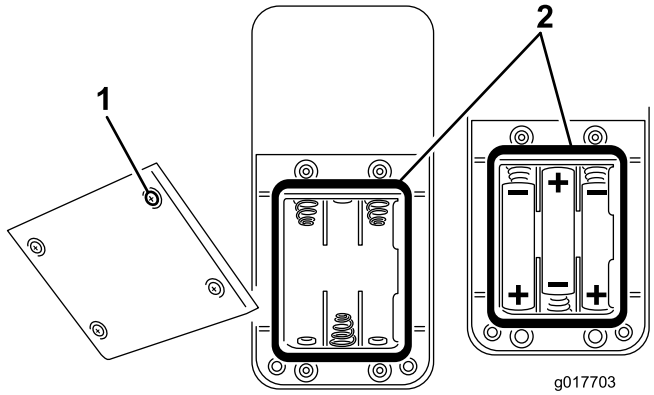

Figur 34
2. Lägg i tre nya AAA-batterier om batterifacket är tomt. Se till att vända batterierna åt det håll som visas i Figur 34.
3. Om du ska byta ut uttjänta batterier tar du först bort de gamla och lägger sedan i tre nya AAA-batterier. Se till att vända batterierna åt det håll som visas i Figur 34.